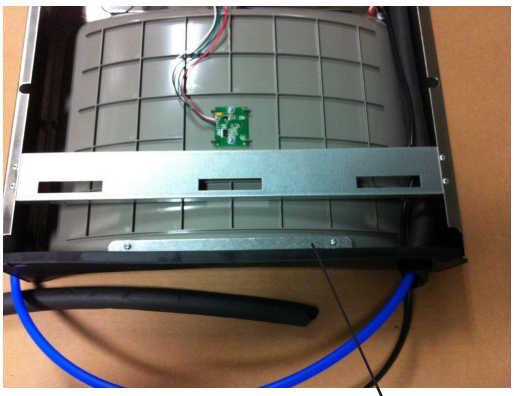

Fig. 7
6) **Install gasket** on bottom of bottle filler tower with gasket support bracket & (2) screws (See Fig 7).